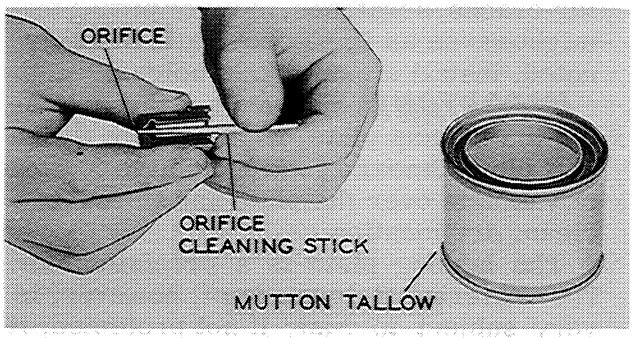

Figure I-34
9. Apply mutton tallow to an orifice cleaning stick, (CD-550 or CD-800 Tool Kit) and thoroughly clean the orifice in the nozzle valve body, Figure I-34.